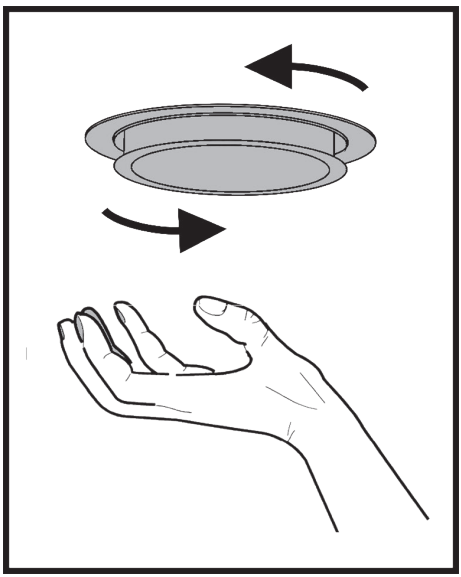

Fig. 7
7.12 LED backlight lamps are installed in the cooker hood to illuminate a cooktop. Before starting to replace the light bulbs, switch the cooker hood off and allow them to cool down. To replace a bulb, remove an aluminium filter, depress a bulb holder carrier such that the lamp released from the housing of the cooker hood and turn it counterclockwise **(Fig.7)**. Then, install a new one with the same characteristics and insert the filter.